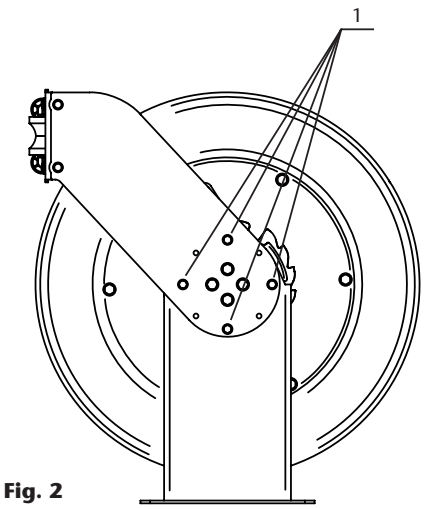

Fig. 2
To position these guide arms, loosen and remove the screws (1) (fig. 2) in both arms. At this moment, the spool and the guide arms become loose from the reel frame. Then, just position the guide arms in the desired position and fix them with the same screws.
Para posicionar los brazos guía, es necesario aflojar y quitar los tornillos (1) (fig. 2) en ambos brazos. En ese momento el tambor junto con los brazos guía quedan sueltos del bastidor. Se procede entonces a cambiar los brazos a la posición deseada y a volver a fijarlos con los mismos tornillos.
Pour positionner les bras de guidage du flexible il est nécessaire de desserrer et de retirer les vis (1) (fig. 2) des deux bras. À cette étape, le tambour et le bras de guidage sont désolidarisés du cadre. Placer ensuite les bras à la position désirée et refixez-les avec les mêmes vis.
Um die Führungsarme in die gewünschte Stellung zu bringen, müssen die Schrauben (1) (Abb. 2) an beiden Armen gelöst und entfernt werden, so dass die Trommel zusammen mit den Führungsarmen vom Rahmen getrennt ist. Daraufhin können die Arme in die gewünschte Stellung gebracht und mit denselben Schrauben wieder befestigt werden.